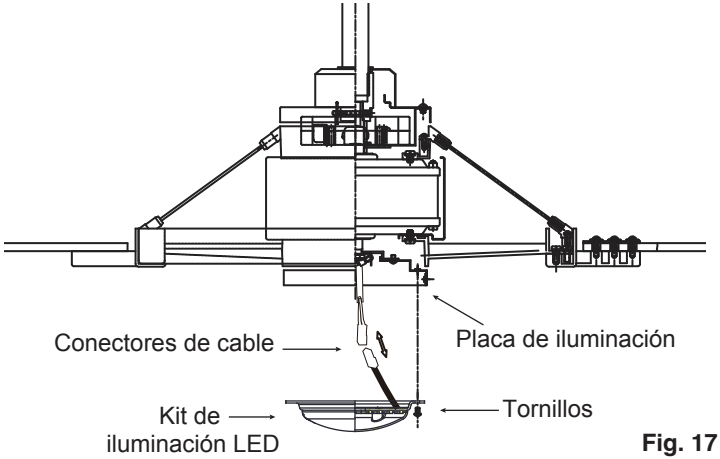

Fig. 17
Paso 1. Afloje los tres tornillos de montaje del lado interno del kit de iluminación LED. (Fig. 17)
Paso 2. Mientras sostiene el kit de iluminación LED por debajo del motor del ventilador, conecte el cableado: (Fig. 17)
Paso 3. Inserte las conexiones en forma ordenada dentro de la placa de iluminación. Coloque los orificios principales del kit de iluminación LED sobre los 2 tornillos aflojados anteriormente de la placa de iluminación, haga girar el kit de iluminación LED hasta que se trabe en posición en la sección angosta de los orificios principales. Asegure ajustando los tres tornillos. (Fig. 17)